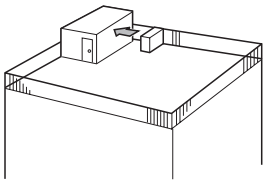

Fig. 2-4
(1) Positionner la sortie d'air vers le mur le plus proche et à environ 500 mm de celui-ci. (Fig. 2-4)